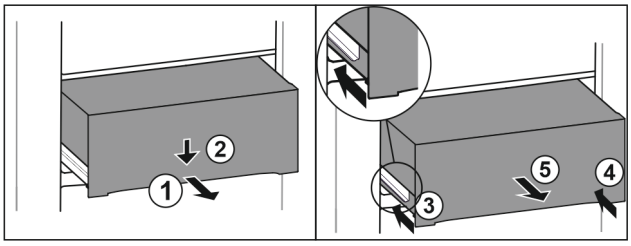

Fig. 146
▶ Schubfach halb herausziehen. *Fig. 146 (1)*
▶ Schubfach an der Vorderseite nach unten drücken. *Fig. 146 (2)*
▶ Linke Schiene etwa 2 cm einschieben. *Fig. 146 (3)*
▶ Rechte Schiene etwa 2 cm einschieben. *Fig. 146 (4)*
▶ Schubfach nach vorne entnehmen. *Fig. 146 (5)*